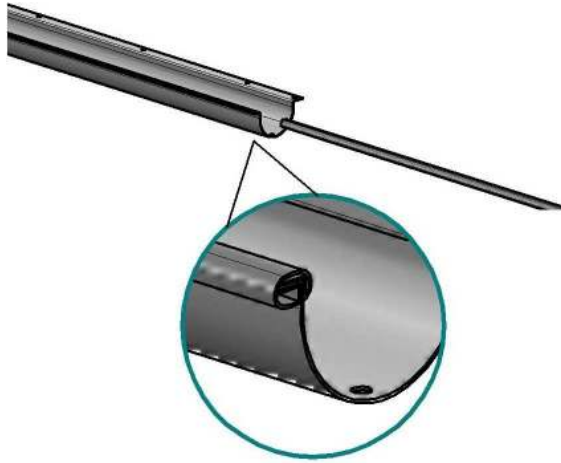

Рис. 11
4.4.2. На лоток (поз. 5) надеть молдинг (поз. 6). (См. рис. 11)